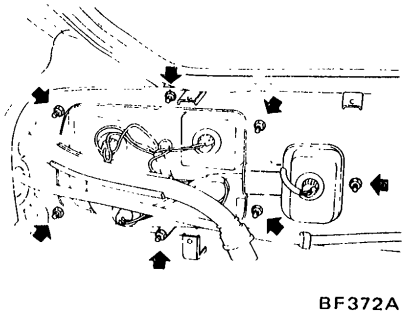

Fig. BF-36 Removing nuts attaching rear combination lamp to body
3. Remove nuts securing rear combination lamp to body. See Figure BF-36.